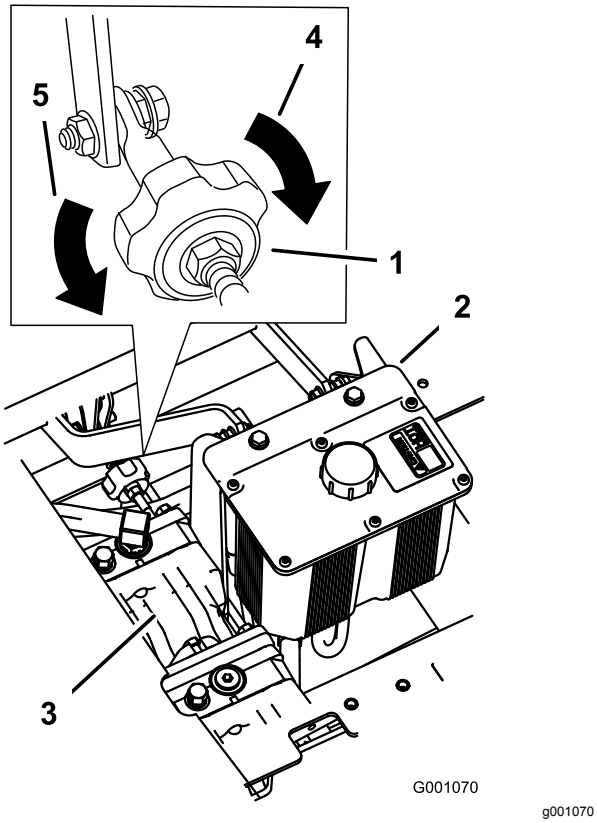

**Figuur 102**
2. U stelt de lengte van de pompstang af door de knop in de juiste richting te draaien, totdat de het wiel stil staat of iets achteruit kruipt (Figuur 102).